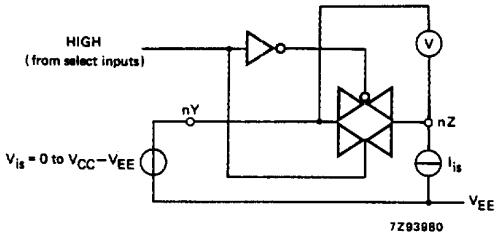

Fig.8 Test circuit for measuring R_{ON}.
2. For test circuit measuring R_{ON} see Fig.8.